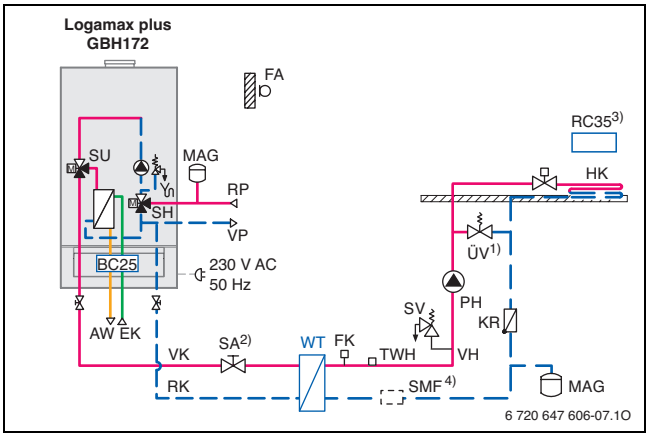

Bild 64 Beispiel für eine Fußbodenheizung mit Systemtrennung über einen Wärmetauscher bei nicht sauerstoffdichten Rohren
Bei der Installation von sauerstoffdurchlässigen Rohren, z. B. für Fußbodenheizungen, ist eine Systemtrennung mithilfe eines Wärmetauschers einzuplanen (→ Bild 64, Seite 68).
Für Fußbodensysteme mit nicht sauerstoffdichten Rohren ist eine Systemtrennung vorzusehen. Der Fußbodenkreis muss nach dem Wärmetauscher separat mit Ausdehnungsgefäß, Sicherheitsventil und Temperaturwächter abgesichert werden (→ Bild 64). Die Auslegung des Wärmetauschers ist entsprechend den gewählten Systemtemperaturen vorzunehmen. Der primärseitige Druckverlust (Kesselkreis) muss kleiner als die Restförderhöhe der im Logamax plus GBH172 integrierten Pumpe sein.
1) ÜV nicht erforderlich bei drehzahlgeregelten Pumpen (→ Bild 64)